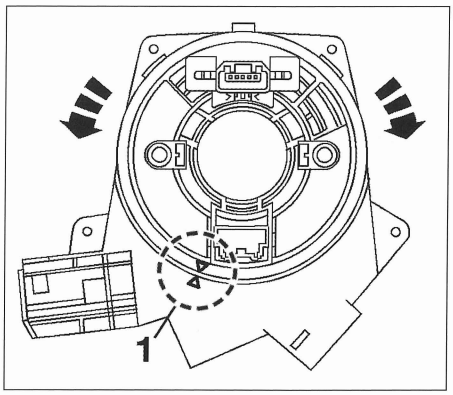

FIG. 5
• Girar el rótor del contactor en el sentido horario hasta que la flecha inscrita en el rótor del contactor esté alineada en la sección en V en relieve, (1) **(fig. 5)** en posición 195° aprox. de la caja de muelle en espiral.